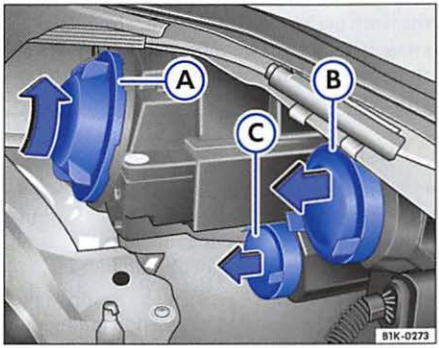

Fig. 36 Cover Ⓐ for low beam, cover Ⓑ for high beam and side light, cover Ⓒ for the turn signal
– Turn the cover ⇒ fig. 36 Ⓐ to the left (arrow) and remove the cover.